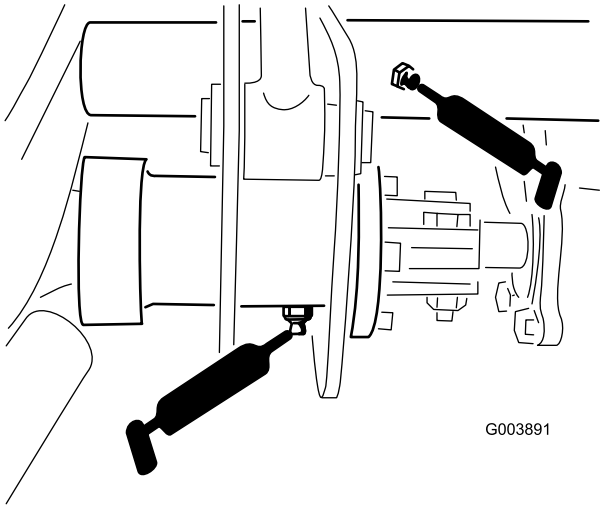

Figur 44
- 5 nipler på løftearmedrejetapper (Figur 44)
- 1 nippel på drivakselkoblingen (Figur 44)